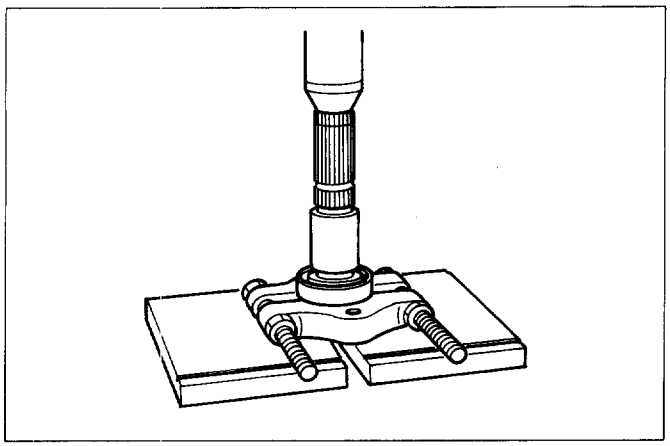

Fig. 7D-68
- Use a bench press to install the ball bearing to the front output shaft (Fig. 7D-68).
- Use a bench press to install the clutch hub to the front output shaft (Fig. 7D-69).